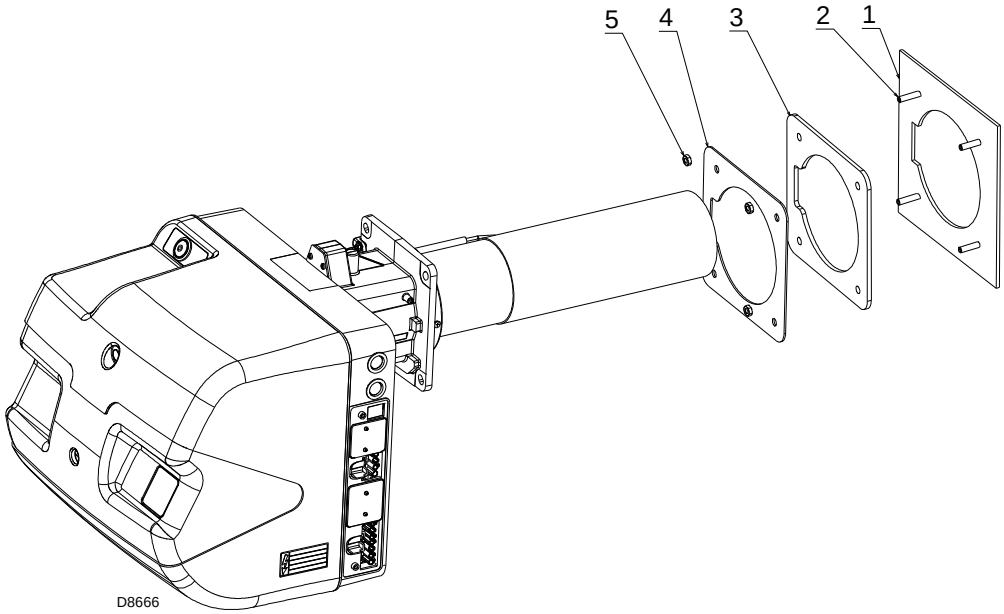

Fig. 12
- ➤ Avvitare i prigionieri 2)(Fig. 12) alla piastra della caldaia 1)(Fig. 12).
- ➤ Posizionare lo schermo refrattario 3)(Fig. 12) e la guarnizione in gomma siliconica 4)(Fig. 12).
- ➤ Fissare la flangia 4)(Fig. 12) alla piastra della caldaia ed avvitare i dadi 5)(Fig. 12).